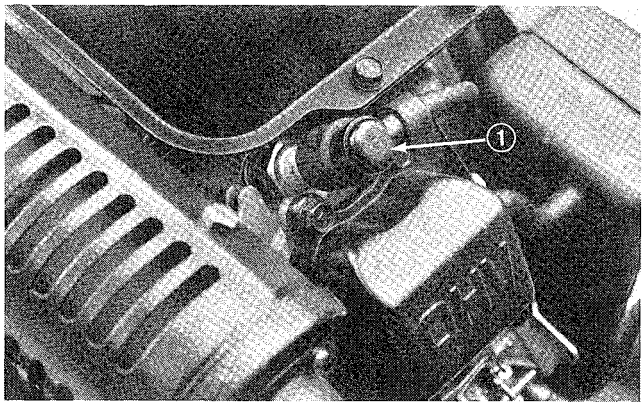

**Figure 23**
**Shut engine off, wait for all moving parts to stop and disconnect spark plug wire (Fig. 23) before performing any maintenance procedures on the mower.**